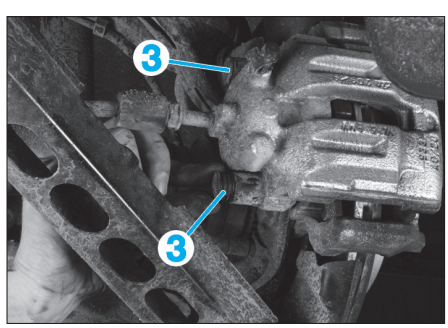

Fig. 11
- les bouchons (3) **(Fig.11)**,